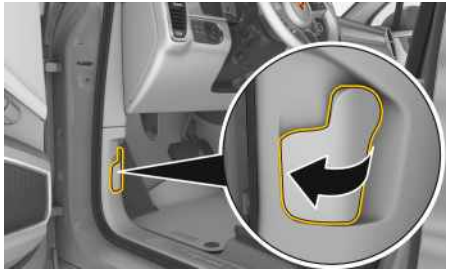

Рис. 45: Отпирание крышки моторного отсека
2. Проверьте, надежно ли зафиксировалась крышка моторного отсека в обоих замках и находится ли рычаг разблокировки (рис. 45) снова в исходном положении.